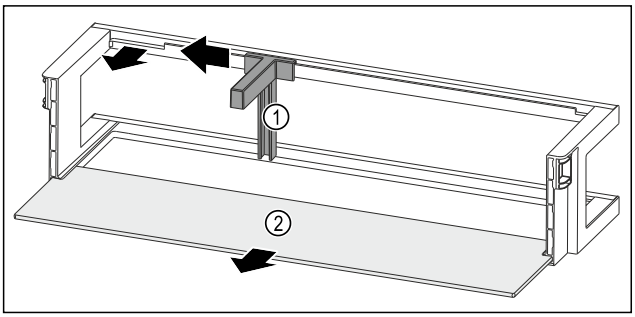

Fig. 174 Deurrek met flessenhouder en draagplateau
- ▶ Flessenhouder *Fig. 174 (1)* tot aan de uitsparing opzij schuiven.
- ▶ Flessenhouder *Fig. 174 (1)* verwijderen.
- ▶ Draagplateau *Fig. 174 (2)* verwijderen.